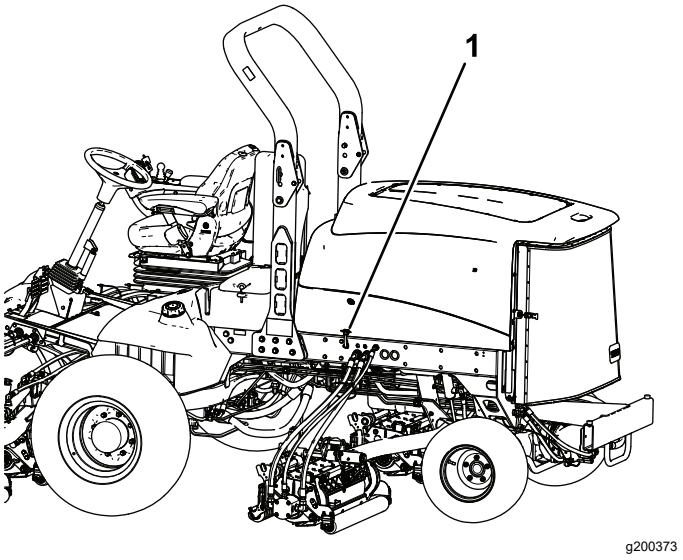

Figur 78
1. Åbn hjelmlåsene (Figur 78), og løft motorhjelmen.